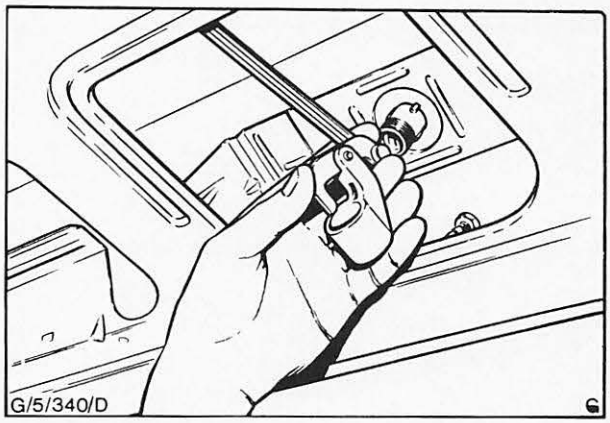

Abb. 58 Türschloß mit Betätigungsgestänge ausbauen (Rückwandtür)
2. Große Mutter – Schloßbetätigungsgestänge am Rückwandtürgriff entfernen und Gestänge abbauen, Abb. 58.